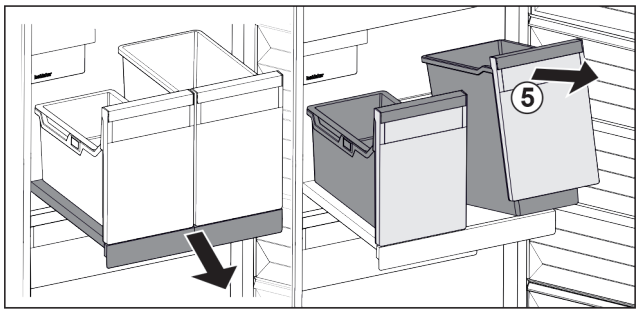

Fig. 169
▶ Soulever les bacs *Fig. 169 (5)* par l'avant.